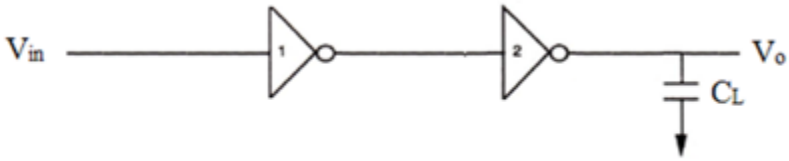

Fig. Q 4B
4B) Two inverters are cascaded to drive a capacitive load C_L= 15 □ Cg as shown in Fig. Q 4B. Inverters 1 and 2 are pseudo NMOS and CMOS inverter, respectively. Calculate the pair delay in terms of τ by taking the minimum required dimension of each transistor. (3)